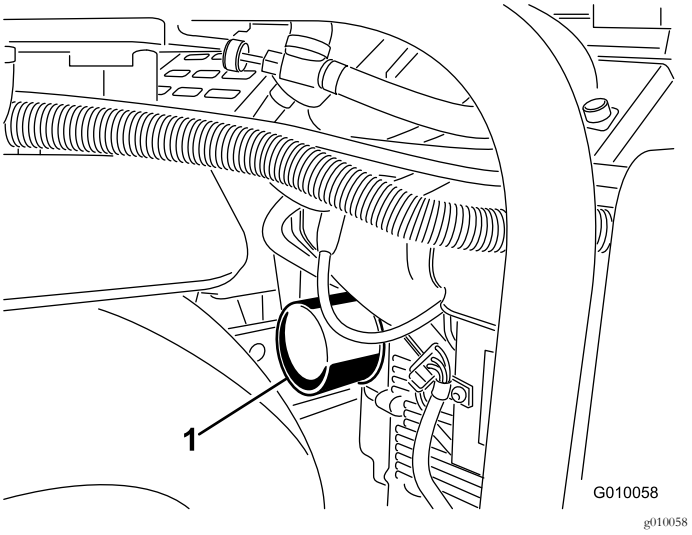
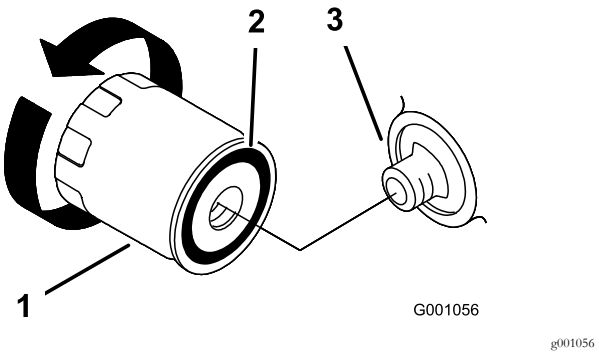

Rysunek 47
Rysunek 48
5. Aby złapać olej, umieść pod filtrem szmatę lub płytką miskę(Rysunek 47).
6. Wyjmij stary filtr (Rysunek 47 i Rysunek 48) i wytrzyj powierzchnię uszczelki adaptera filtra.